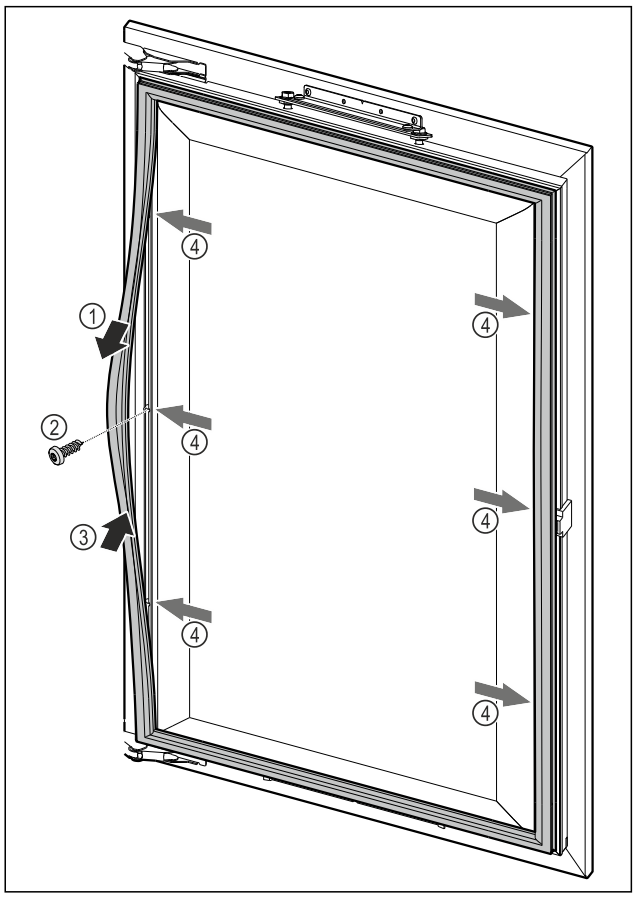

Fig. 77
▶ Slăbiți garnitura magnetică a ușii în anumite puncte *Fig. 77 (1)*, înșurubați ușa mobilierului prin gaura de găurire aflată dedesubt *Fig. 77 (2)* și fixați garnitura magnetică a ușii la loc *Fig. 77 (3)*.
▶ Repetați acest pas în toate punctele de fixare *Fig. 77 (4)*.